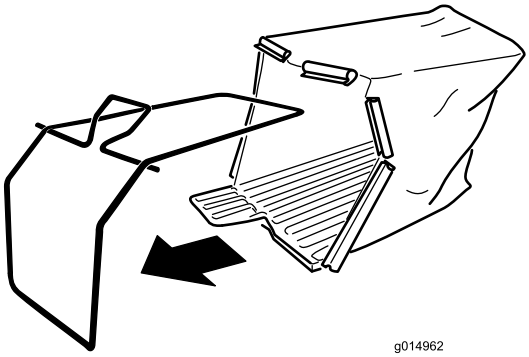

Figur 5
1. För uppsamlaren över trådramen enligt Figur 5.